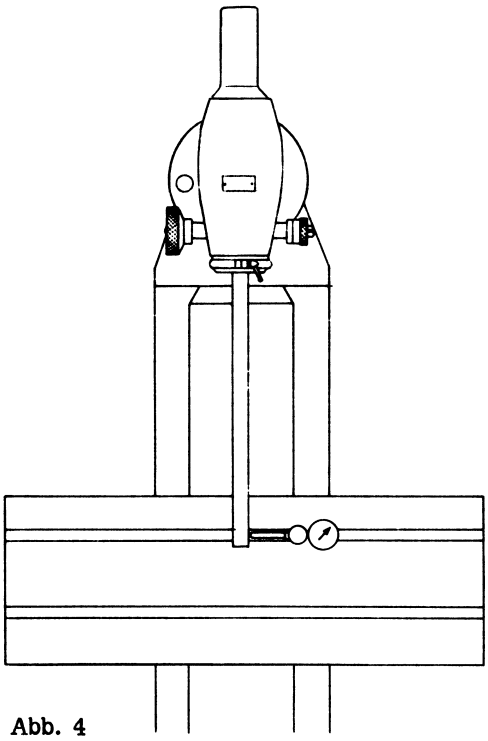

Abb. 4
c) **Genaues Ausrichten der Senkrechtstellung** (Abb. 4)
1) Das Ausrichten der Fräskopfspindel auf genaue Senkrechtstellung erfolgt wie in Abb. 4 angegeben.